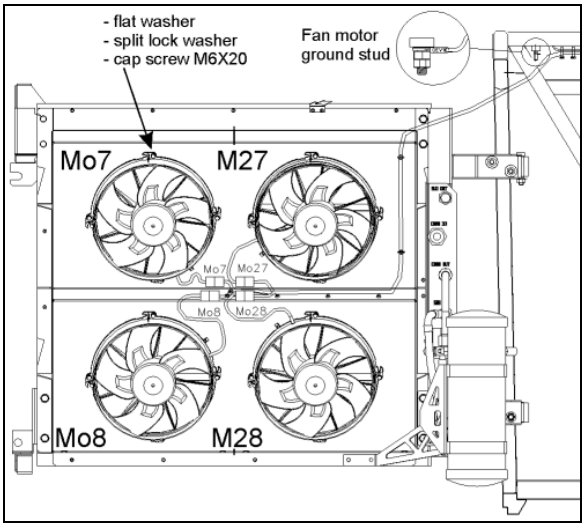

FIGURE 61: CONDENSER FANS 22363
2. Unplug the fan harness connector (Figure 61).